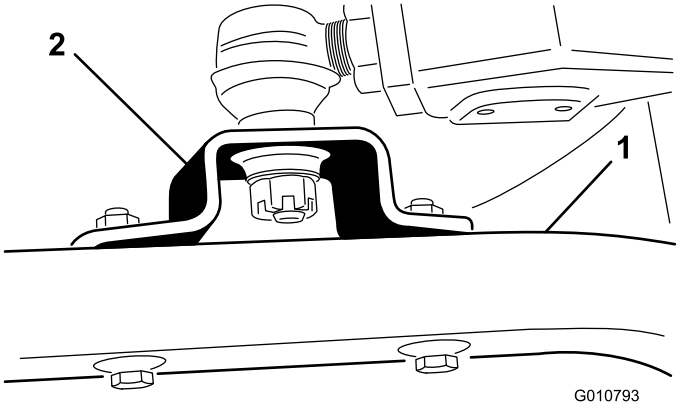

Figuur 19
4. Verwijder de tapbouten en borgmoeren waarmee de beugels van de kogelverbindingen aan de zwenkwielarmen op het maaidek zijn bevestigd (Figuur 19).
4. Zet de hefhendel in de stand Float. Duw de hefarmen omlaag totdat de openingen in de beugels van de kogelverbindingen zijn uitgelijnd met de openingen in de zwenkwielarmen (Figuur 19).